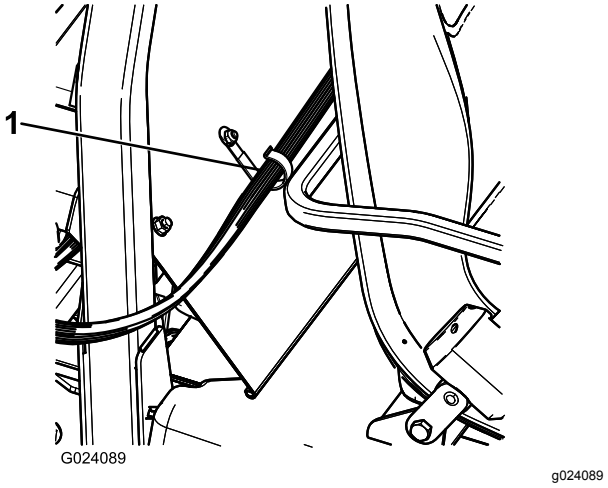

**Figur 17**
5. Monter en J-clips bag passagersædet vha. en bolt (¼" x ½") og en møtrik (¼") (Figur 17).